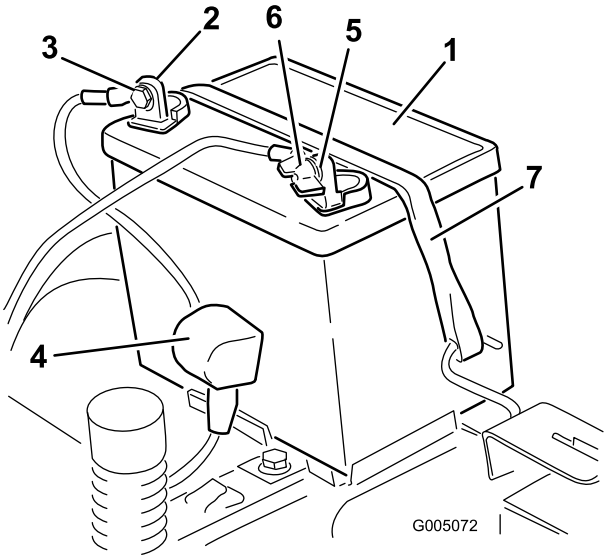

**Figur 43**
4. Koble den negative (svarte) grunnkabelen fra batteripolen (Figur 43).
6. Koble den positive (røde) grunnkabelen fra batteripolen (Figur 43).
7. Fjern batteriholderen (Figur 43) og ta ut batteriet.
1. Still batteriet i holderen (Figur 43).
5. Fest batteriet med tilholderen (Figur 43).